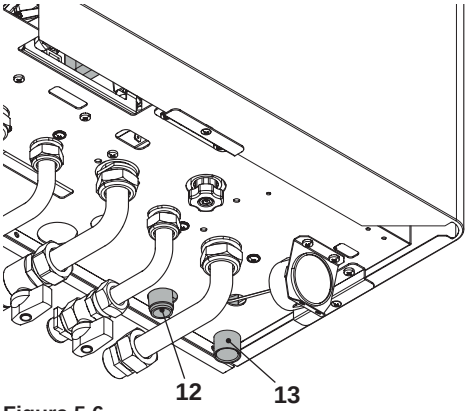

Figura 5.6
- Collegare lo scarico della valvola di sicurezza 13 (Figura 5.6) ad un imbuto di scarico.
- Inserire il tubo flessibile di scarico condensa 12 (Figura 5.6) all'interno del condotto di scarico condensa domestico o nell'imbuto di scarico della valvola di sicurezza, qualora lo scarico sia idoneo a ricevere condensa acida.